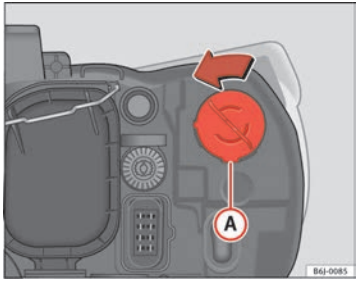

Fig. 133 Luz intermitente
– Gire el portalámparas ⇒ fig. 133 (A) a la izquierda y tirar.